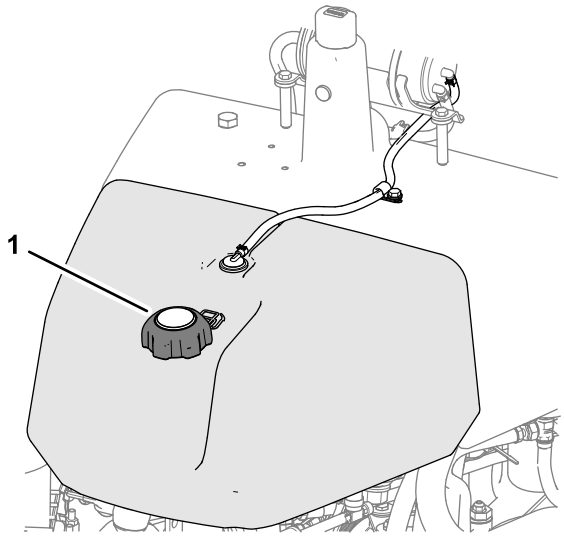

Figur 24
1. Gör rent runt tanklocket och ta bort det (Figur 24).